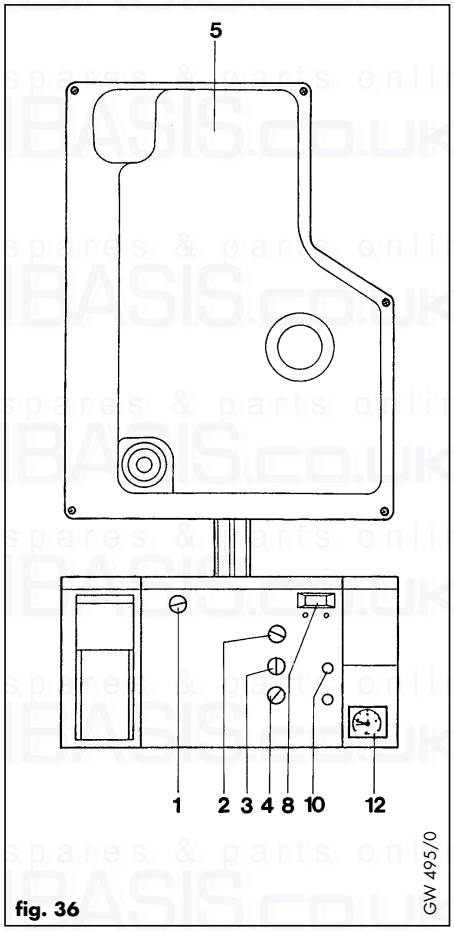

fig. 36
- Check that the boiler combustion chamber (5, fig. 36) is correctly fitted.
- Set both the maximum hot water temperature control (4, fig. 36) and maximum radiator temperature control (3, fig. 36) to `9'.
- Turn the boiler on/off control (1, fig. 36) to `on'.
- Set the boiler central heating control (2, fig. 36) to the `Heating and Hot Water' position.
(If the boiler should fail to light the diagnostic display - 8, fig. 36- will indicate fault code F:21. This usually indicates that the gas supply is turned off, or is not purged of air. Check gas supply, push red `Reset' button on front of control panel - 10, fig. 36 - and repeat lighting procedure).
- Ensure the maximum hot water temperature control (4, fig. 36) is set to '9'.